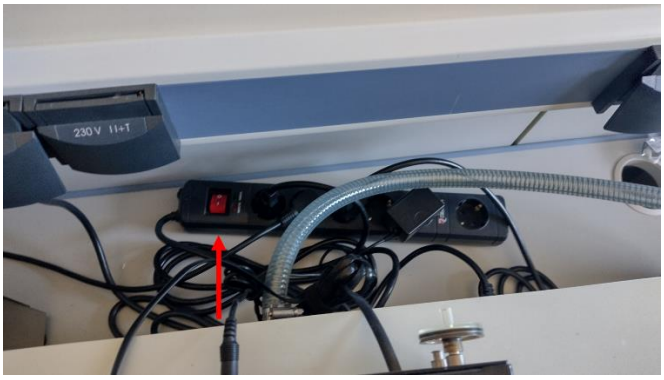

Figure 1. The main switch for the plasma cleaner and the vacuum pump.
Step 1: Switch on the main switch (Figure 1.).